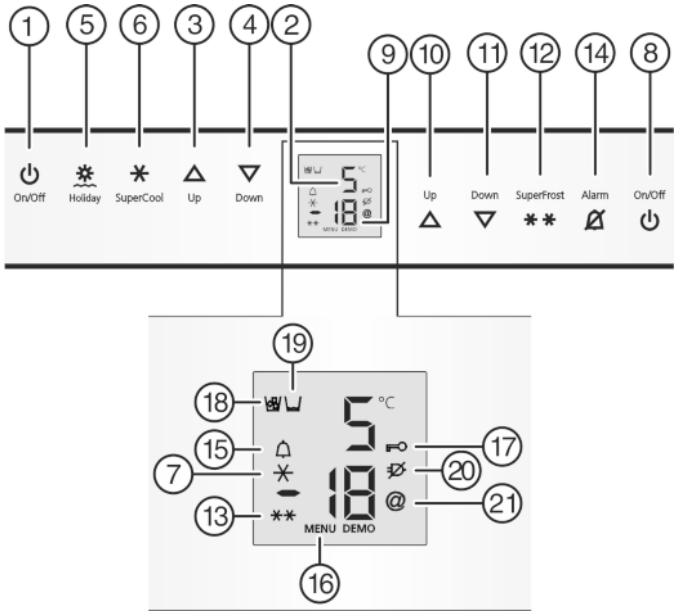

Fig. 2
▶ Taste On/Off Gefrierteil *Fig. 2 (8)* drücken.
▶ Taste On/Off Kühlteil *Fig. 2 (1)* drücken.
▷ Kühl- und BioFresh-Teil sind eingeschaltet: Temperaturanzeige Kühlteil *Fig. 2 (2)* leuchtet. Beim Öffnen der Kühlteiltür geht die Innenbeleuchtung an.
- Das Symbol SmartDevice-Box *Fig. 2 (21)* wird angezeigt und blinkt -> Die SDB ist nicht verbunden.
- Das Symbol SmartDevice-Box *Fig. 2 (21)* wird angezeigt und blinkt nicht -> Die SDB ist verbunden.
- Das Symbol SmartDevice-Box *Fig. 2 (21)* wird nicht angezeigt -> Die SDB ist nicht aktiv, wurde nicht korrekt eingesteckt oder der SDB-Konnektor wurde nicht korrekt installiert.
▶ Einstellmodus aktivieren: Taste SuperFrost *Fig. 2 (12)* ca. 5 s drücken.
▷ Das Symbol Menu *Fig. 2 (16)* leuchtet.
▶ Mit Einstelltaste Up Gefrierteil *Fig. 2 (10)* und Einstelltaste Down Gefrierteil *Fig. 2 (11)* d wählen.
▶ Die Taste SuperFrost *Fig. 2 (12)* kurz drücken, um zu bestätigen.
▶ Mit Einstelltaste Up Gefrierteil *Fig. 2 (10)* und Einstelltaste Down Gefrierteil *Fig. 2 (11)* d0 wählen.
▶ Mit Einstelltaste Up Gefrierteil *Fig. 2 (10)* und Einstelltaste Down Gefrierteil *Fig. 2 (11)* d1 wählen.
▶ Mit Einstelltaste Up Gefrierteil *Fig. 2 (10)* und Einstelltaste Down Gefrierteil *Fig. 2 (11)* dd wählen.
▶ Mit Einstelltaste Up Gefrierteil *Fig. 2 (10)* und Einstelltaste Down Gefrierteil *Fig. 2 (11)* dH wählen.